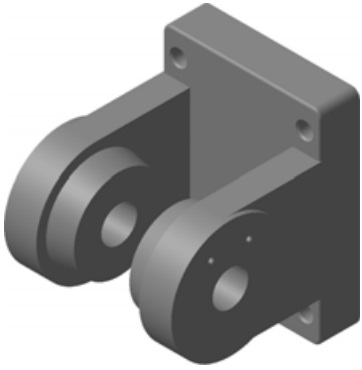

Рис. 5.163
- Нажмите кнопку **Перестроить** . В окне документа модель будет изменена, в соответствии с значениями переменных (рис. 5.163).